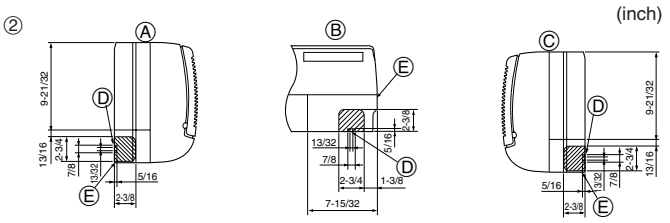

Fig. 4-3
② Determine la posición de los agujeros ciegos en la unidad. (Fig. 4-3)